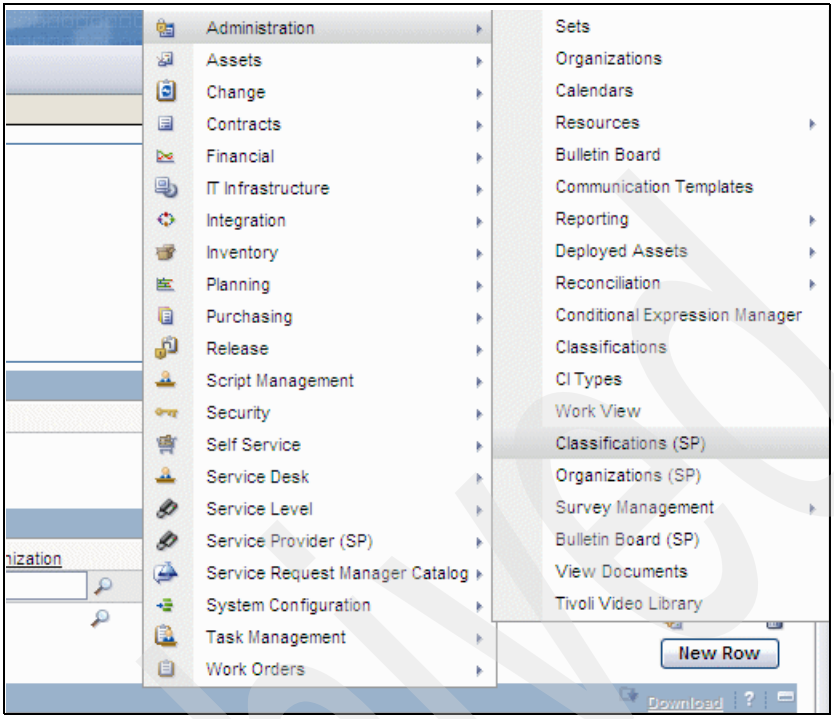

Figure 3-32 Classification (SP)
Using the Classification application you can create classifications and determine a classification hierarchy. You can use Classification (SP) for matching customer agreements, SLAs, and response plans. See Figure 3-32 on page 50.